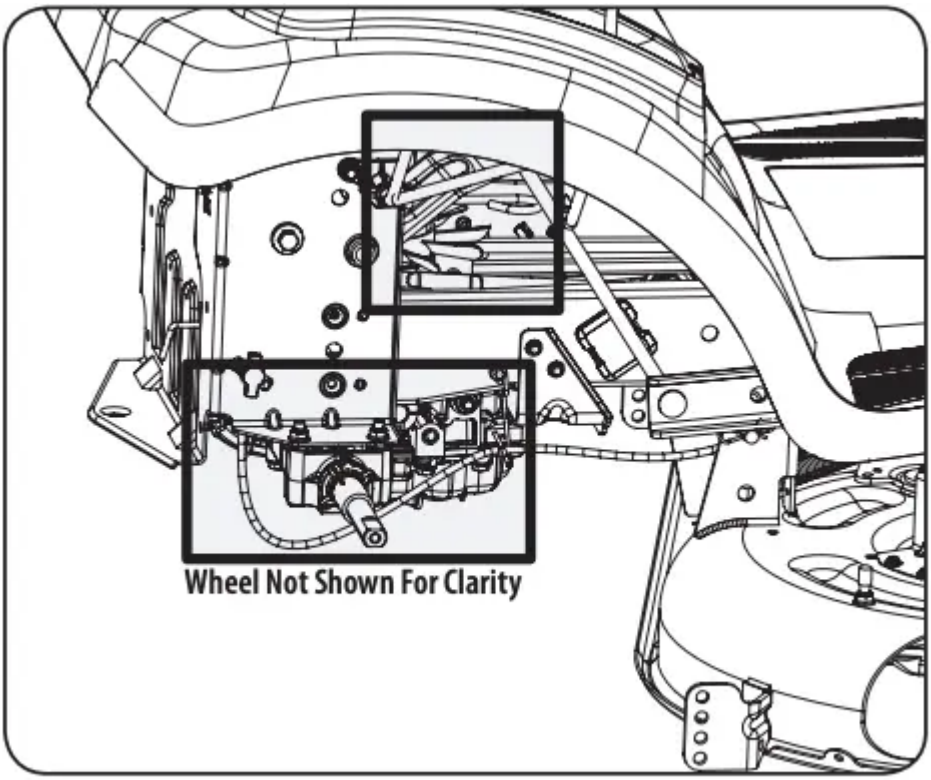

Figure 18
• Clean around and near the transmission, axle and the fan area. See Figure 18.